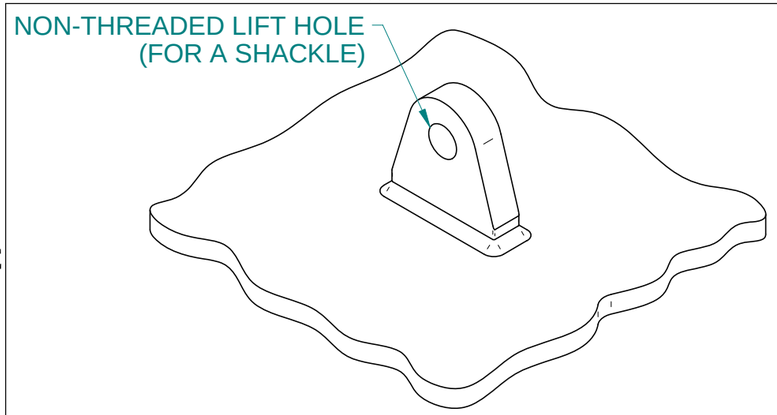
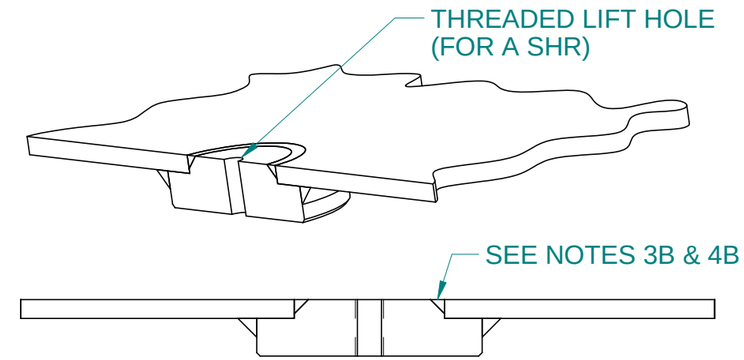

FIGURE 6C:
FIGURE 4C:
B. Prior to and after the load test, the attachment welds of each lift lug/block as well as the accessible base metal of each lift lug/block shall be Magnetic Particle (MT) inspected per NAVSEA Publication T9074-AS-GIB-010/271 (Reference A). Use the acceptance criteria of MIL-STD-2035 (Reference B), Class 3 for Welds and Forgings/Wrought Material for Base Metal. This inspection shall include the inside of the non-threaded lift lug hole, as shown in Figure 6C. NDT of threaded safety hoist ring (SHR) holes shall be performed IAW General Note 2.F of this drawing. For a lift block with a shoulder feature such as shown in Figure 4C, the bevel weld at the top surface is not considered load-bearing and will not require NDT.
B. Prior to and after the load test, the attachment welds of each lift lug/block as well as the accessible base metal of each lift lug/block shall be Liquid Penetrant (PT) inspected per NAVSEA Publication T9074-AS-GIB-010/271 (Reference A). Use the acceptance criteria of MIL-STD-2035 (Reference B), Class 3 for Welds and Forgings/Wrought Material for Base Metal. This inspection shall include the inside of the non-threaded lift lug hole, as shown in Figure 6C. NDT of threaded safety hoist ring (SHR) holes shall be performed IAW General Note 2.F of this drawing. For a lift block with a shoulder feature such as shown in Figure 4C, the bevel weld at the top surface is not considered load-bearing and will not require NDT.